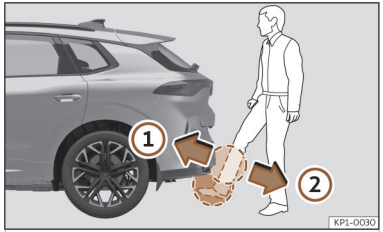

Abb. 84 Heckklappe mit sensorgesteuerter Öffnung (Easy Open).
- Mit einer schnellen Bewegung nähern Sie einen Fuß und unteren Beinteil so weit wie möglich dem Stoßfänger. Der untere Beinteil muss sich dem oberen Sensorbereich, und der Fuß dem unteren Sensorbereich nähern ››› **(Abb. 84)** ①.
- Entfernen Sie den Fuß und den unteren Beinteil mit einer schnellen Bewegung aus dem Sensorbereich ››› **(Abb. 84)** ②. Die Heckklappe öffnet sich selbsttätig.